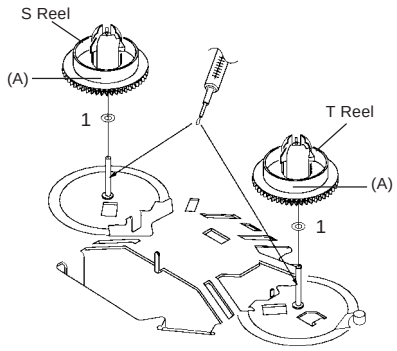

Fig. 2-11
2-11: S REEL/T REEL (Refer to Fig. 2-11)
4. Do not touch section "A" of S Reel and T Reel. (Use gloves.) **(Refer to Fig. 2-11)**